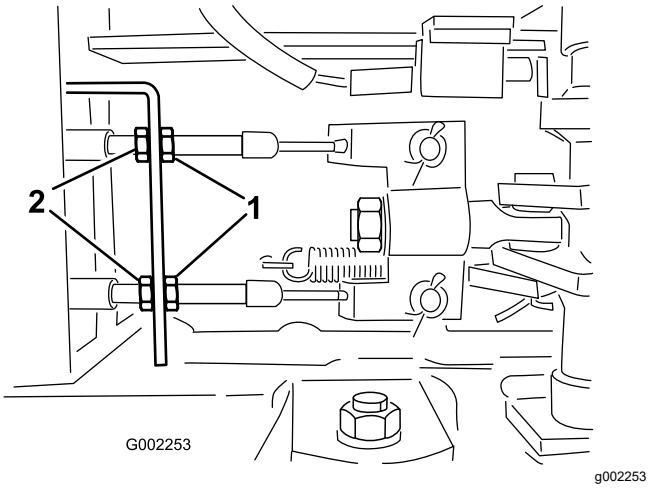

Figura 105
5. Desaperte as porcas de retenção dianteiras nos cabos dos travões por baixo da parte dianteira do pulverizador (Figura 105).
6. Aperte as porcas de retenção traseiras de forma idêntica até o pedal dos travões se deslocar entre 1 a 2,5 cm antes de se verificar qualquer resistência (Figura 105).